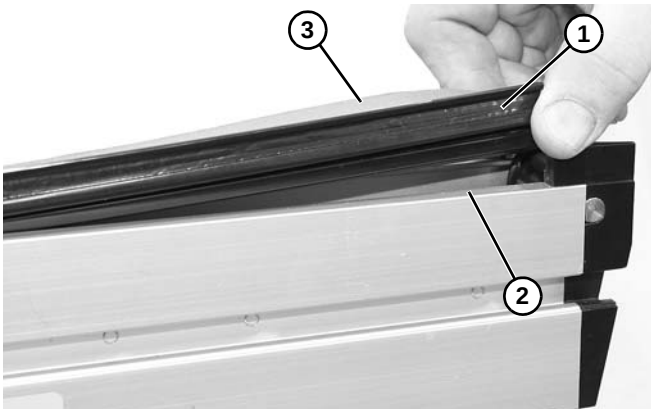

Figure 22
3. Remove the bedstrip **(Figure 22, item 1)** from between the conveyor **(Figure 22, item 2)** and belt **(Figure 22, item 3)**.